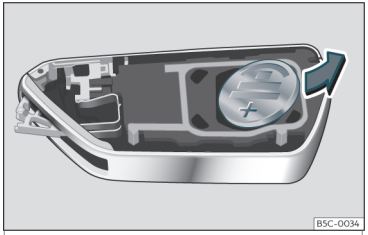

Fig. 69 Llave del vehículo: extracción de la pila.
- Extraiga la pila del compartimento con un objeto fino adecuado››› **fig. 69** .